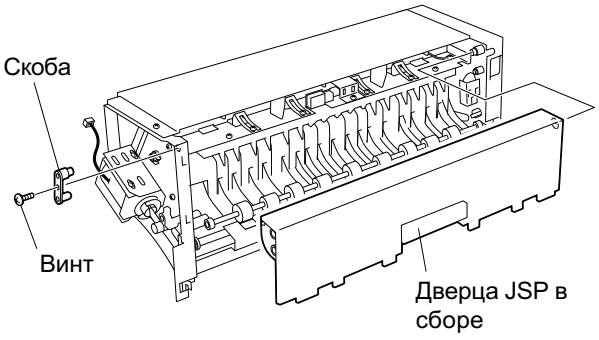

Fig. 6-12
2. Снимите дверцу JSP в сборе. (см. Fig. 6-12)